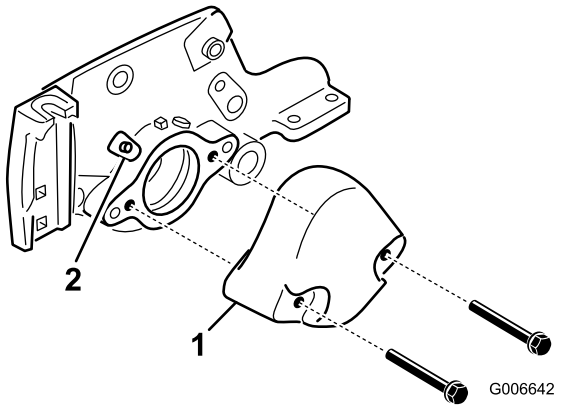

Figuur 3
3. Verwijder de twee bouten waarmee het contragewicht aan het linker uiteinde van het maaidek is bevestigd. Verwijder het contragewicht (Figuur 3).
4. Verwijder de rechte smeernippel van de lagerbehuizing en vervang deze door de 45 graden nippel (Figuur 3). Plaats de nippel zo, dat deze naar bovenkant van het maaidek wijst.